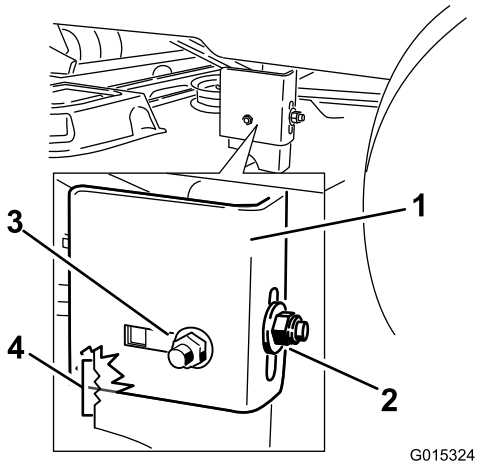
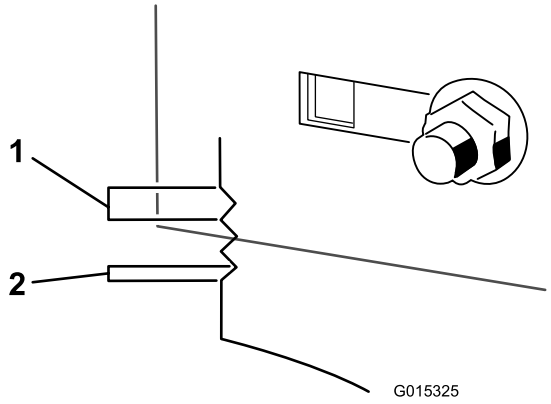

Figur 54
Figur 55
9. Løsn den bageste låsemøtrik på hængebeslaget (Figur 54).
10. Løsn sidelåsemøtrikken på hængebeslaget lige nok til, at hængebeslaget kan justeres (Figur 54). Brug hakkerne på det svejsede beslag til at vurdere justeringen. Overfladen af hvert hak svarer til 6,4 mm, mens en enkelt side er 3,2 mm (Figur 55). Indstil højden af plæneklipperskjoldet til den ønskede højde.
11. Stop skjoldet i den justerede position, og stram sidelåsemøtrikken på hængebeslaget for at fastholde skjoldet i den nye position (Figur 54). Tilspænd den bageste låsemøtrik på hængebeslaget.